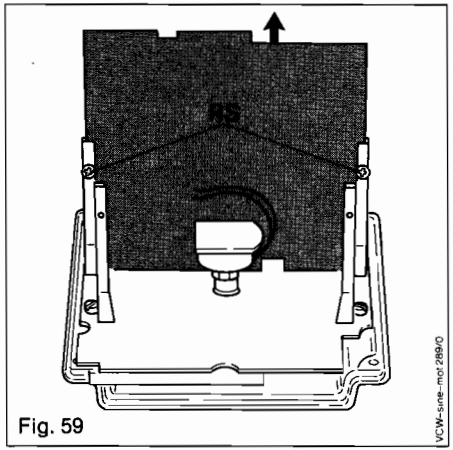

Fig. 59
14.9.2 Change of thermostat circuit board (T.C.B.) (Fig. 59)